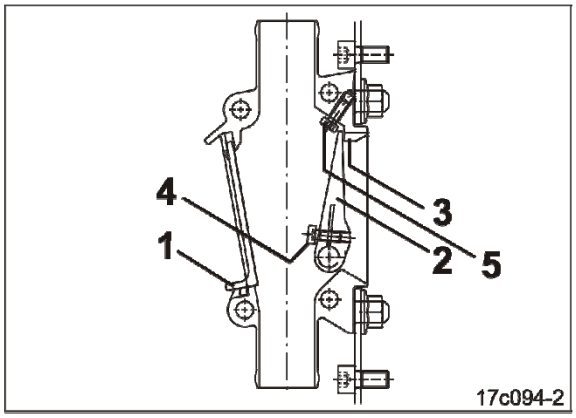

Fig. 194
2. Das Montagefenster (Fig. 194/1) nach oben schieben und nach vorne aus dem Klappenkasten herausnehmen.
3. Die Klappe (Fig. 194/2) gegen den Anschlag (Fig. 194/3) drücken und die Innensechskantschraube (Fig. 194/4) soweit lösen, bis die Klappe sich frei auf der Welle bewegen lässt.
4. Die Arretierschraube (Fig. 194/5) ca. 5 mm herausdrehen, damit sich die deaktivierte Klappe nicht bewegen kann und die Öffnung zum Behälter verschlossen bleibt.